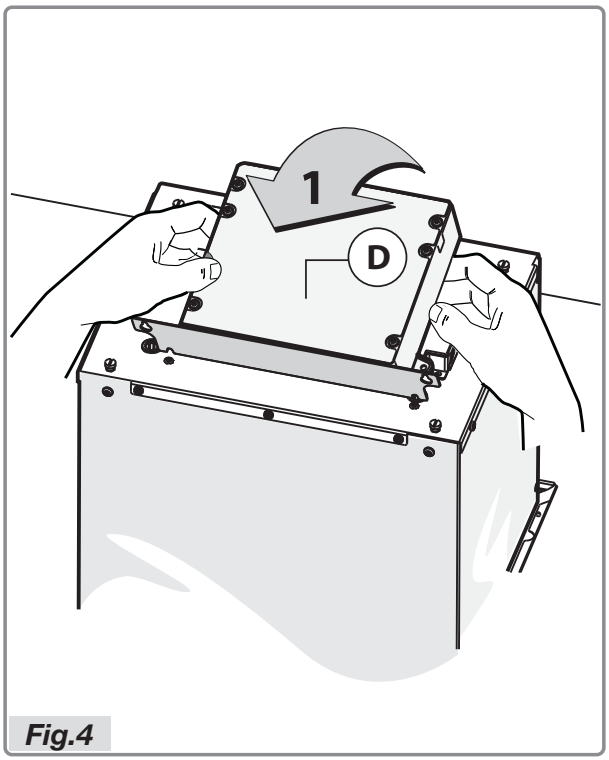

Fig.4
- Plaats voor de installatie van de afzuigkap de elektrische unit rechtop (Fig.4).